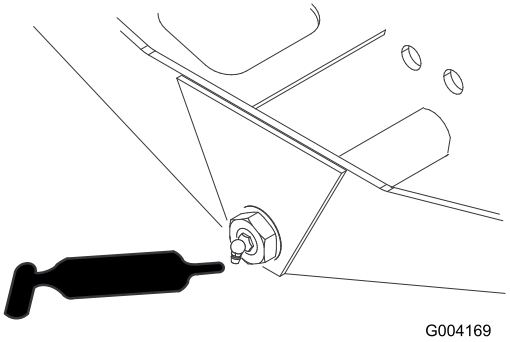

Figuur 48
- Draaipunt van asbesturing (1) (Figuur 48)